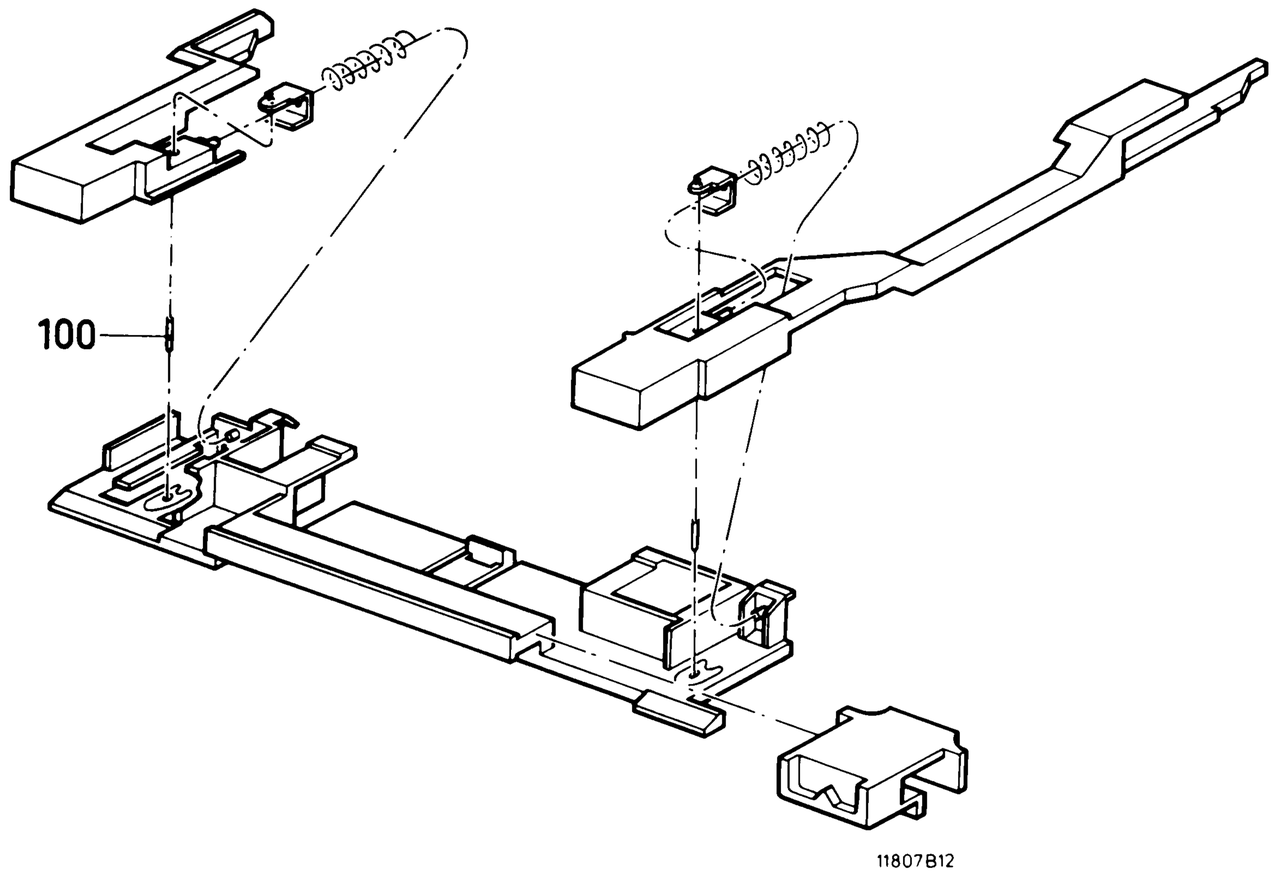

Fig. 13
- For an exploded view of the stop mechanism, see Fig.13
- La mécanique de blocage est donnée en vue éclatée Fig. 13
- Voor een exploded view van het arreteermechanisme zie Fig. 13.
- Für eine Explosivzeichnung des Arretiermechanismus siehe Abb. 13.
- Il meccanismo di bloccaggio viene dato in disegno spaccato in Fig. 13.